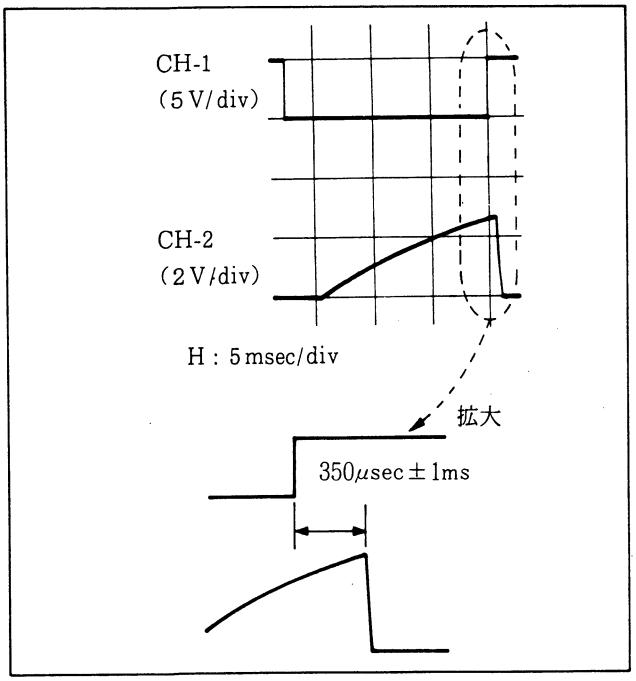

図5-19. つなぎ撮りトラコンセンターチェック
(1) トラッキングつまみをセンタークリック点にセットする。（図5-19参照）